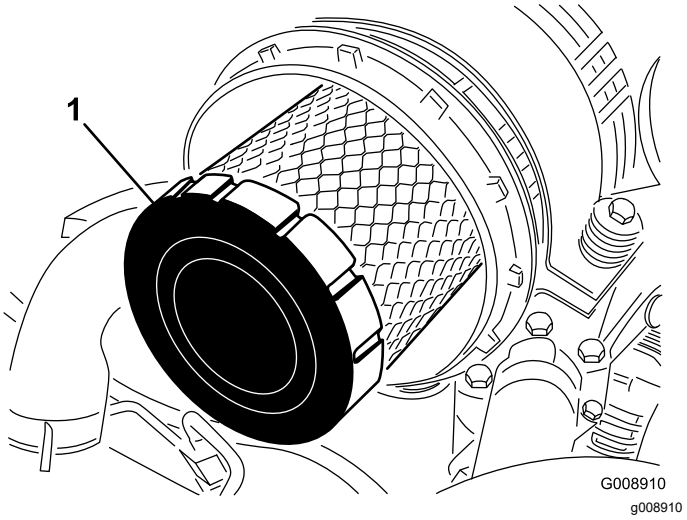

Rysunek 58
4. Wymień wkład filtra (Rysunek 58).